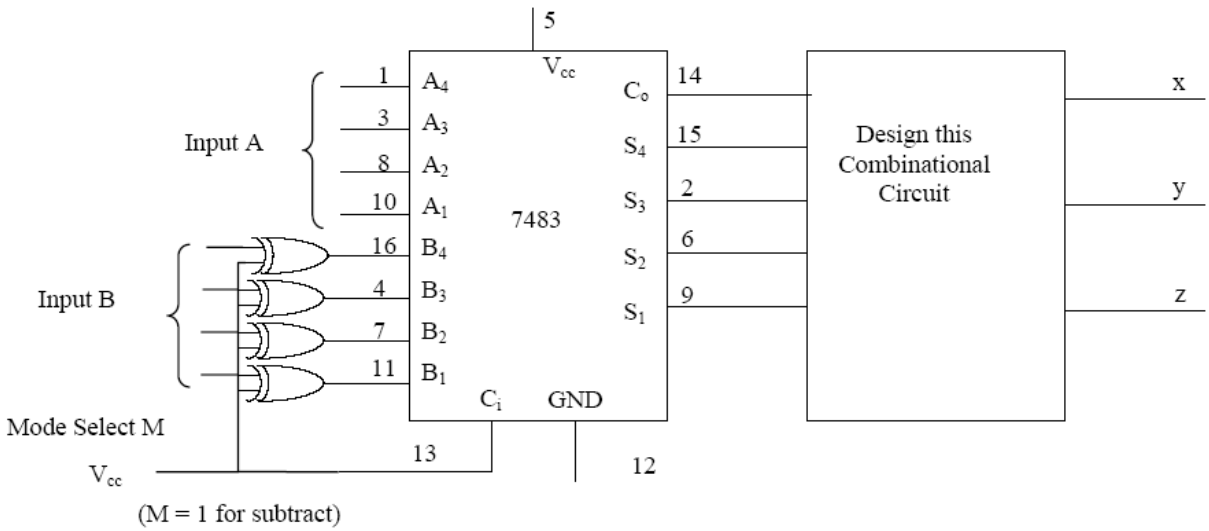

Fig. 7.4 A magnitude comparator using a subtractor
2. A magnitude comparator can be constructed by using a subtractor as in Fig 20. and an additional combinational circuit. This is done with a combinational circuit which has 5 inputs S1, S2, S3, S4, and Co, and three outputs X, Y, Z see Fig.7.4.
f. Construct the magnitude comparator of Fig. 7.4. The design of the logic circuit is described in PreLab Q2. Check the comparator action using part (e).